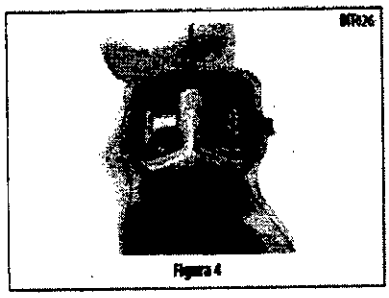

Figura 4
4. Puede utilizarse el extremo de réplica del mismo medidor para comprobar que los postes de comisuras de la válvula no interfi eran con la pared aórtica en la unión sinotubular o con los ostia coronarios (Figura 4).